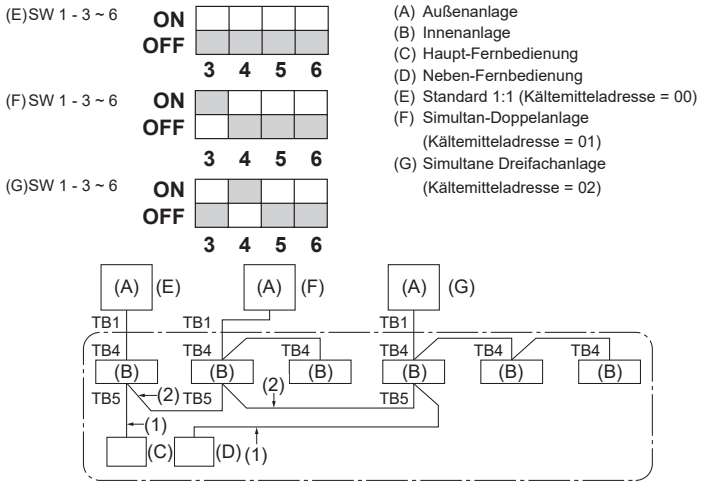

Abb. 9-1
9. Kontrolle des Systems (Abb. 9-1)